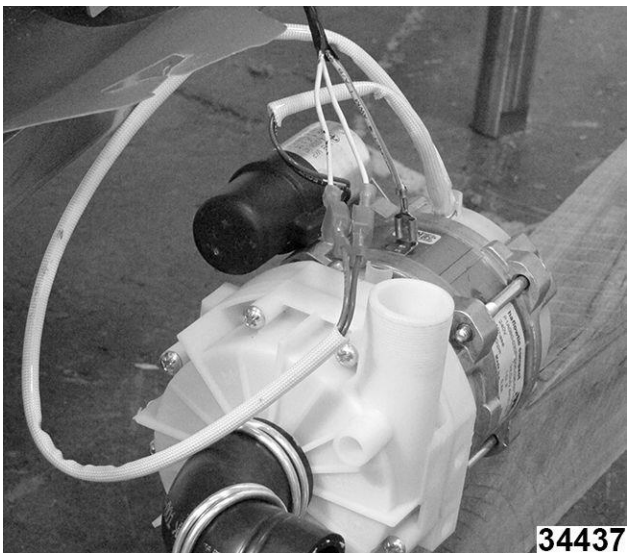

Fig. 123
7. Desconecte el cable de tierra de la bomba y del arnés de cables. Fig. 123